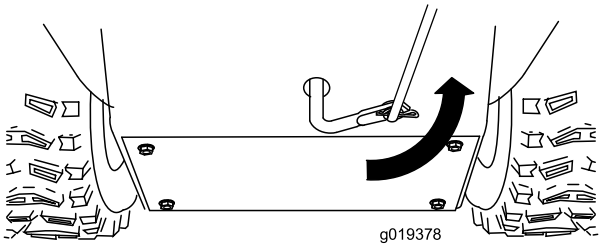

Figur 6
5. Drej den nederste forbindelsesarm helt opad (mod uret) (Figur 6).